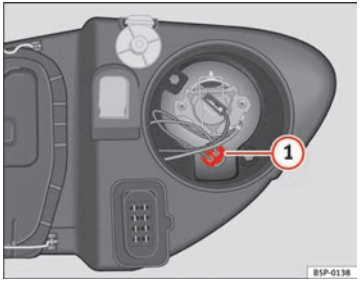

Fig. 191 Side lights
– Extract the lamp holder ⇒ fig. 191 (1) outwards.